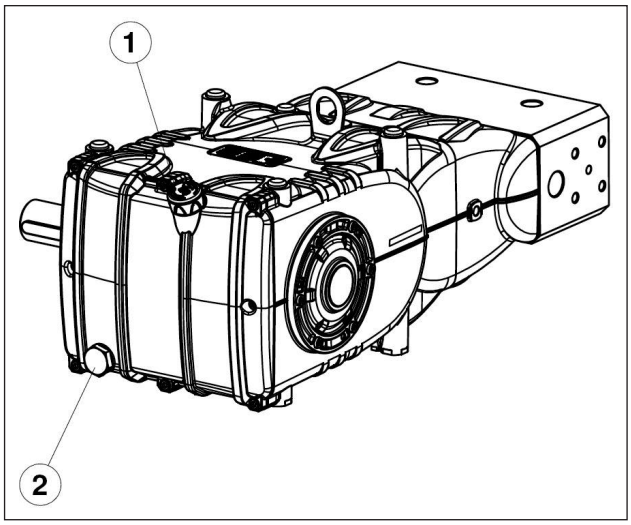

图 3
从①、图 3的液面杆进行。
润滑油的更换可在泵浦于环境温度，通过拆下：位置①处的液面杆和位置②、图 3处的塞子来进行。